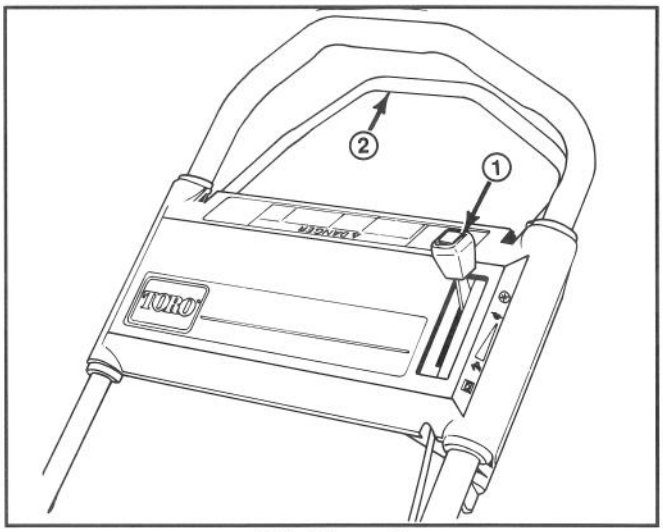
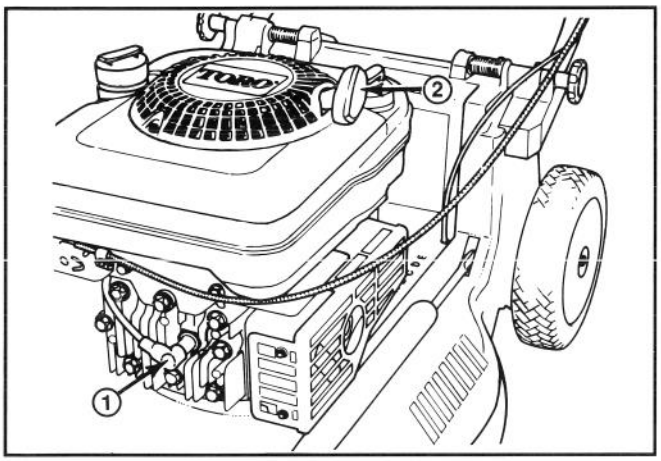
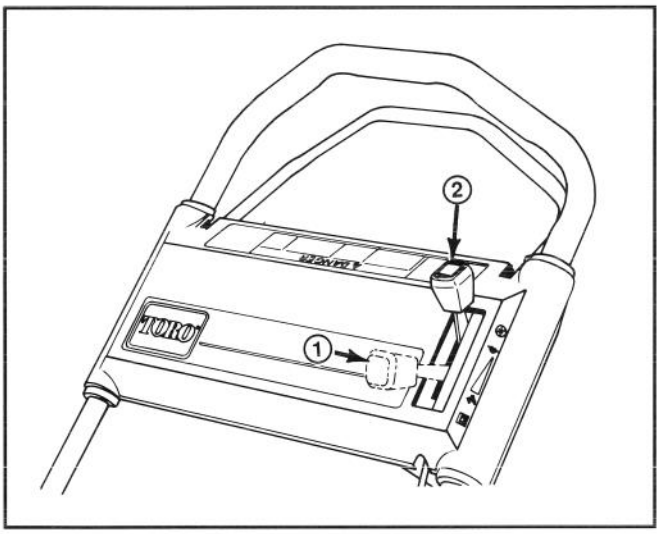

**Abbildung 8**
**Abbildung 9**
**Abbildung 10**
STEUERVORRICHTUNG—Gashebel und Antriebshebel (nur Modell mit Selbstantrieb) befinden sich am oberen Griff (Abb. 8). Der Seilstarter befindet sich am Motoroberteil (Abb. 9).
**1.** Das Zündkerzenkabel auf die Zündkerze stecken. (Abb. 9).
**2.** STARTEN—Den Gashebel auf CHOKE stellen (Abb. 10). Den Seilstarter ziehen (Abb. 9) bis das Spiel überwunden ist; dann fest anziehen, um den Motor zu starten. Startet der Motor, den Gashebel auf SCHNELL oder die gewünschte Geschwindigkeit schieben.
**3.** STOPPEN (Abb. 10)—Zum Stoppen des Motors den Gashebel in die AUS-Stellung zurückschieben. Das Kabel von der Zündkerze abziehen, wenn der Mäher unbeaufsichtigt ist oder nicht verwendet wird.
1. Den Motor abstellen und das Kabel von der Zündkerze abziehen (Abb. 9).
**1.** Den Motor abstellen und das Kabel von der Zündkerze abziehen (Abb. 9).
**1.** Den Motor abstellen und auskühlen lassen. Das Kabel von der Zündkerze abziehen (Abb. 9).